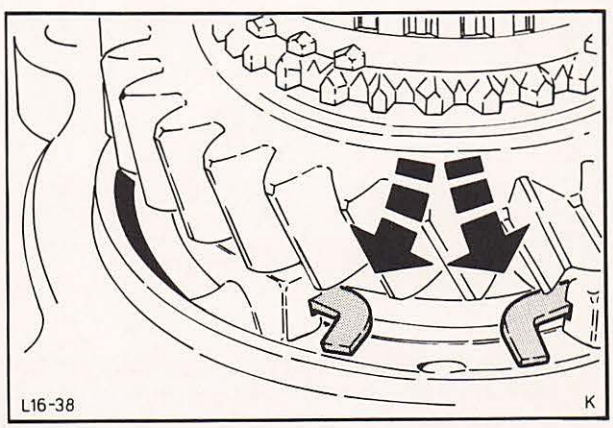

Abb. 51 Sicherungsring – Hauptwellenlager ausbauen
19. Sicherungsring – Hauptwellenlager aus der Nut in der Getriebeverlängerung ausbauen. Abb. 51. Hauptwelle aus der Verlängerung mit einem Kupferhammer herausschlagen.